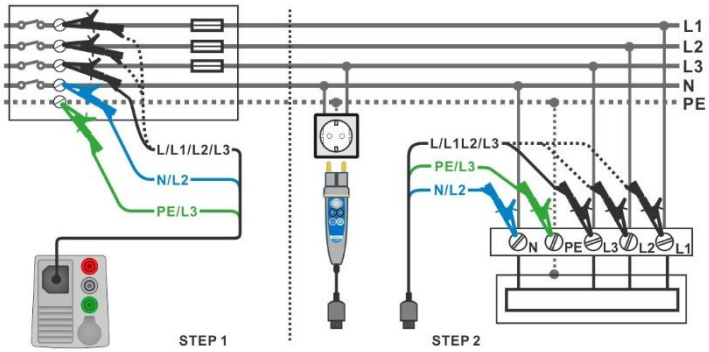

Figure 7.128: AUTO TT measurement
- Connect 3-wire test lead or Plug commander to the object under test, see ***Figure 7.128***.